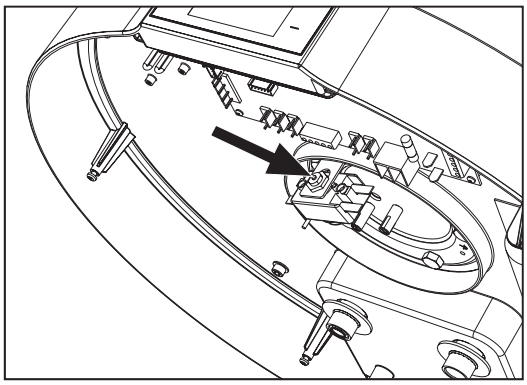

fig. 66 - Ripristino del termostato di sicurezza
- Ripristinare manualmente il termostato di sicurezza intervenuto (fig. 66). In caso di intervento il perno centrale del termostato fuoriesce per circa 2 mm.